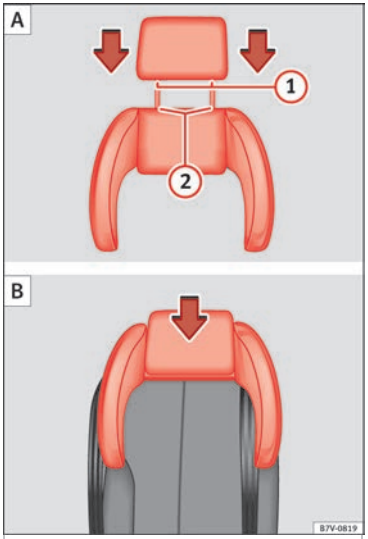

Fig. 29 Integrated child seats. position the head restraint over the side head restraint A and fit into place B.
- Insert the guide rods ››› **Fig. 29 A** (1) of the head restraint into the guides on the side head restraint ››› **Fig. 29** (2).
- Insert the head restraint and the side head restraint into the guides on the corresponding seat backrest ››› **Fig. 29 B**.